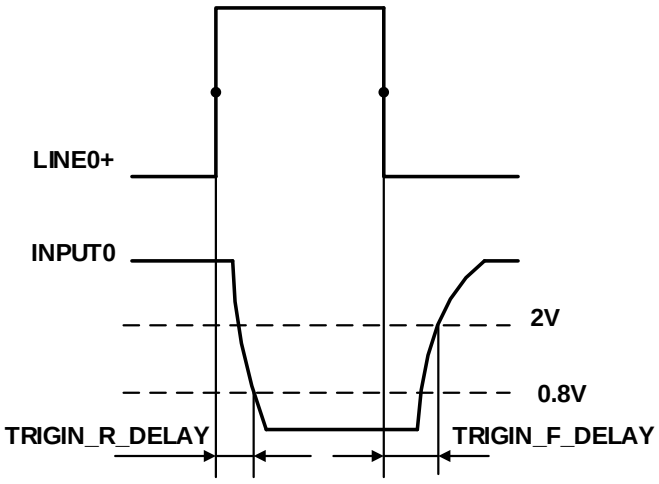

图 7-4 光耦隔离输入电路参数
- 上升沿延时时间：<50μs(0℃~45℃)，参数说明见图 7-4
- 下降沿延时时间：<50μs(0℃~45℃)，参数说明见图 7-4
- 输入上升沿延时：<2μs (0℃~45℃)，参数说明见图 7-4
- 输入下降沿延时：<2μs (0℃~45℃) ，参数说明见图 7-4